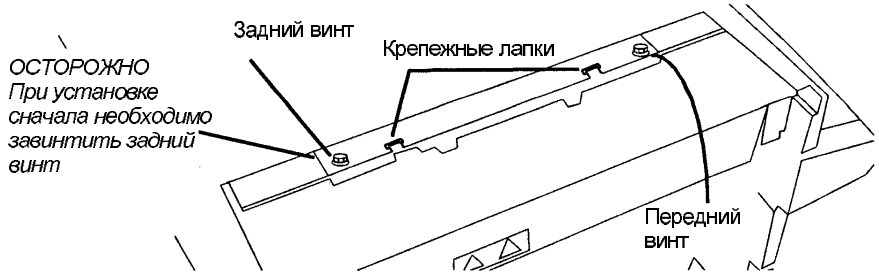

Рис. 3. Установка фьюзера
2. Установите фьюзер (Рис. 3).